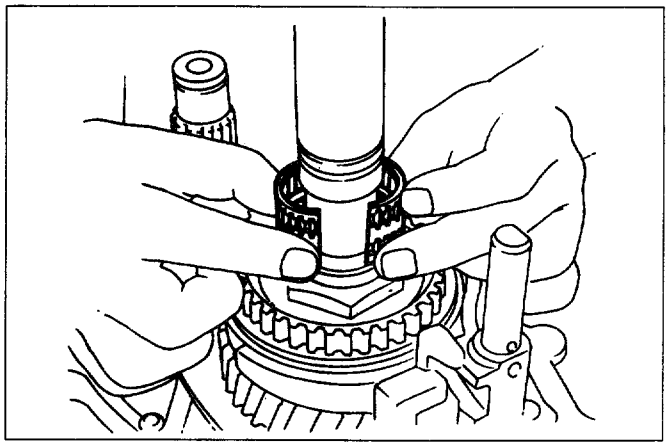

Fig. 7B-50
19. Mainshaft nut (Fig. 7B-51)